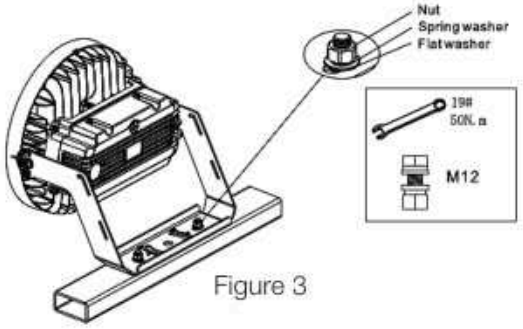

Figure 3
STEP 3: Install the luminaire on the crossbar and secure it with nuts, spring washers and flat washers. (Figure 3)